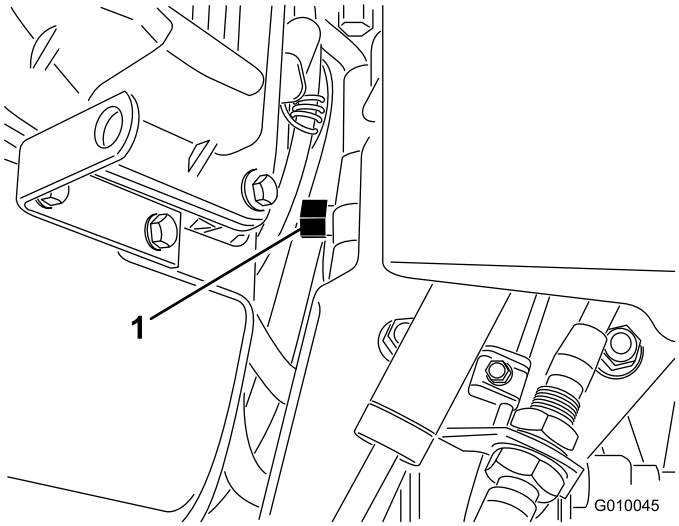

**Figuur 30**
2. Tussen de motor en de hydrostatische pomp bevindt zich een omloopventiel (Figuur 30).
3. Gebruik een sleutel van 5/8 inch en draai het omloopventiel 1 slag linksom. Hierdoor kan de hydraulische vloeistof langs de pomp worden geleid zodat de wielen kunnen draaien (Figuur 30).
5. Als u de beluchter weer wilt gaan bedienen, moet u het omloopventiel 1 slag rechtsom draaien (Figuur 30).